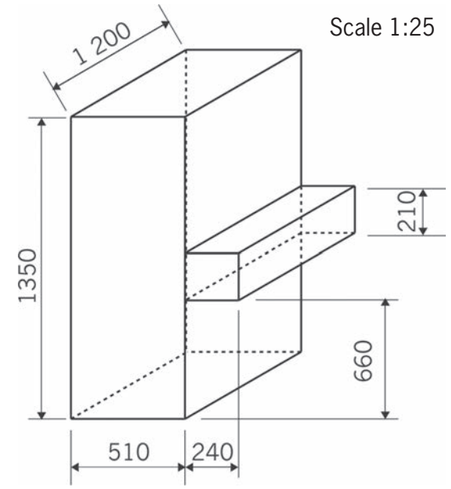

Figure 16
2. Make an isometric drawing of the piano in Figure 16 on isometric grid paper. Use a scale of 1:25.